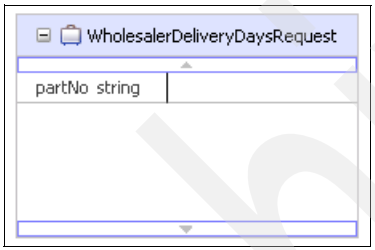

Figure A-6 Attribute partNo
e. Set the data type as **string** (Figure A-6). This should be the default.